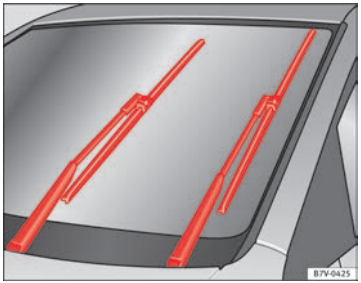

Fig. 131 Limpiaparabrisas en posición de servicio
– Conecte y desconecte el encendido y a continuación (antes de aprox. 9 seg.), desplace la palanca del limpiaparabrisas a la posición de barrido breve. Las escobillas se desplazan hasta la posición de servicio ⇒ fig. 131.